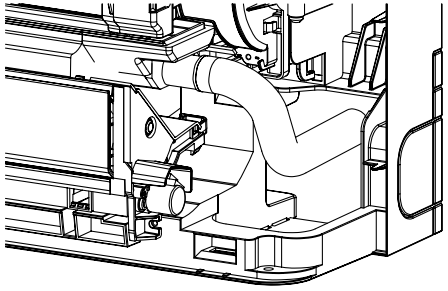

Fig. 9
- Insérez complètement le flexible de vidange au fond du bac de vidange. (Fig. 9)